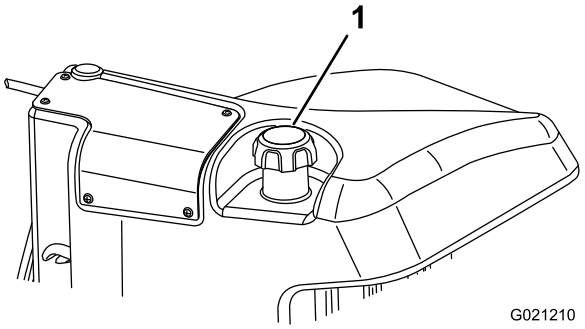

Figura 31
3. Retire el tapón del depósito de combustible (Figura 31).